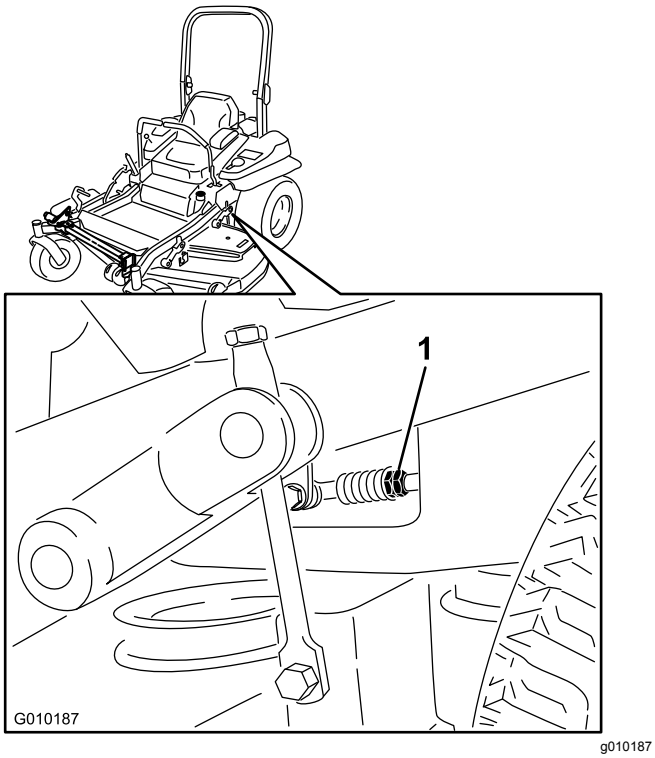

**Figuur 100**
11. Pas de lengte van de stang aan door de dubbele moeren op de stang in de juiste richting te draaien tot de wielen gaan kruipen in de achteruitstand (Figuur 100).